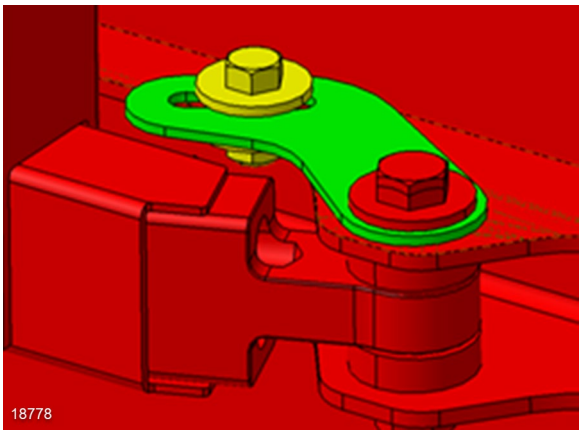

FIGURE 57: LOCKING PLATE
5. Check the gap between the door and the adjacent panel at the level of the upper attachment point of the arm on the door. The gap should be ¼" (6 mm) (FIGURE 57).